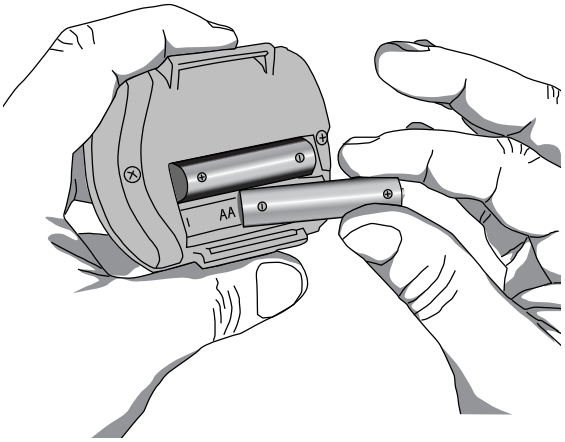

Figura 5: Inserimento delle batterie
2. Inserire 2 batterie AAA completamente cariche o nuove (figura 5). L'orientamento delle batterie è indicato all'interno del vano batterie.